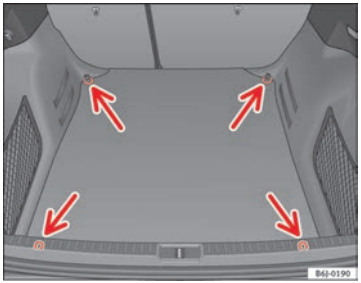

Fig. 93 Location of fastening rings in luggage compartment
– Use the fastening rings to secure the load ⇒ fig. 93 -arrows-.